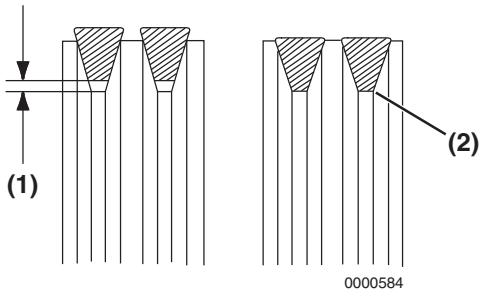

Figure 5-6
3. Tighten the V-belt to the proper tension. There must be clearance **(Figure 5-6, (1))** between the V-belt and the bottom of the pulley groove. If there is no clearance **(Figure 5-6, (2))** between the V-belt and the bottom of the pulley groove, replace the V-belt.
5. Inspect the condition of the used V-belt. There must be clearance **(Figure 5-6, (1))** between the V-belt and the bottom of the pulley groove. If there is no clearance **(Figure 5-6, (2))** between the V-belt and the bottom of the pulley groove, replace the V-belt.